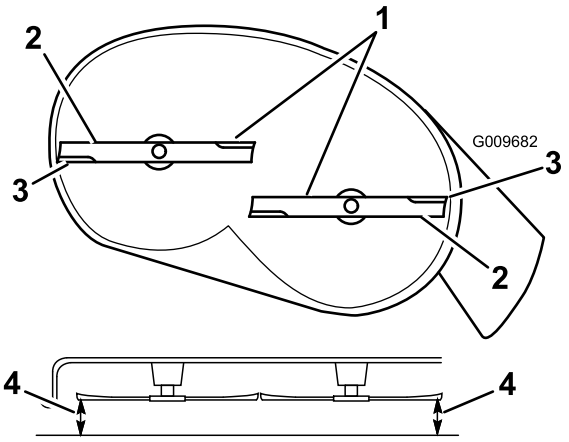
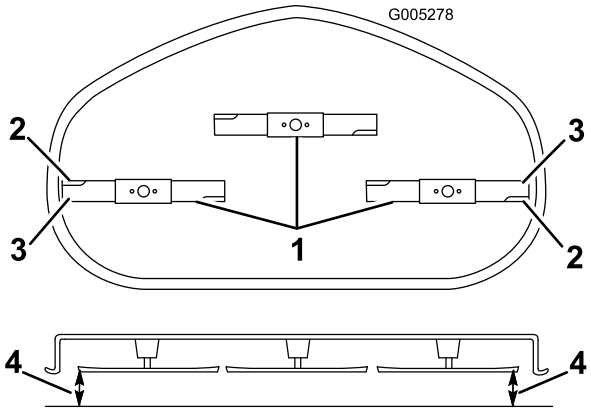

**Figur 59**
**Figur 60**
4. Roter knivene forsiktig så alle er på tvers (Figur 59 og Figur 60).
5. Mål avstanden mellom de ytterste knivkantene og det flate underlaget (Figur 59 og Figur 60). Hvis begge målene ikke er innenfor 5 mm, er det nødvendig med justering. Fortsett med denne prosedyren.